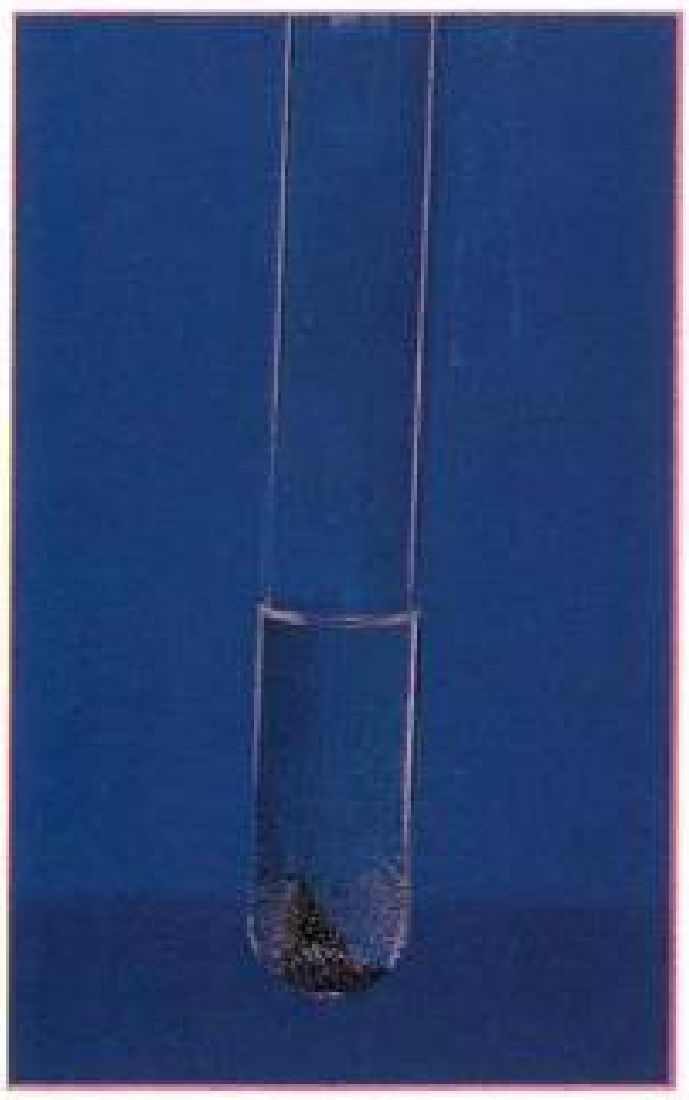

Figure 11.10
Iron reacts with methanoic acid (Fig. 11.10) to form iron (II) methanoate according to the following equation :